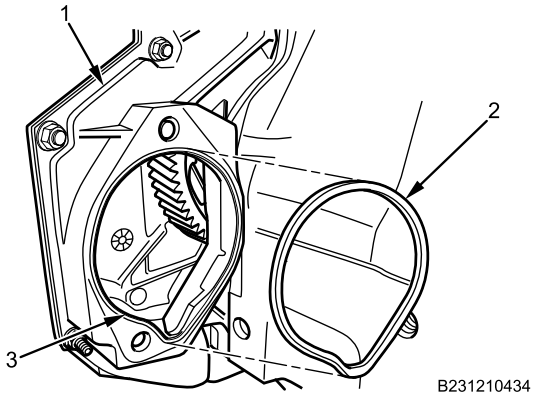

Figure 9. Air Compressor Front Cover Gasket.
17. Remove air compressor cover gasket (Figure 9, Item 2) from groove (Figure 9, Item 3) in front cover (Figure 9, Item 1). Discard gasket.